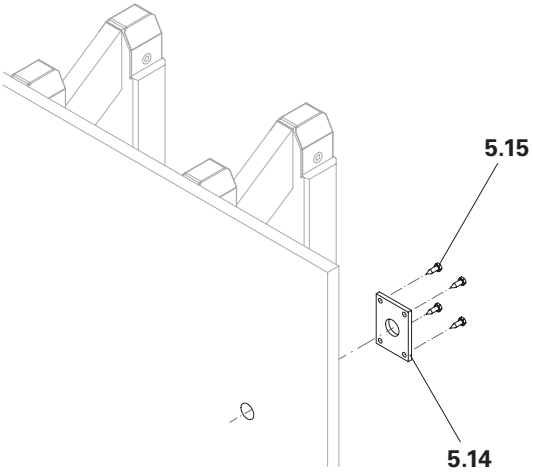

Abb. A2.19
3. Anker-Vorlaufplatte M24 (**5.14**) auf der Schalhautrückseite mit 4x Skt.-Holzschraube DIN 571 6 x 20, SW 10 (**5.15**) montieren (Abb. A2.19).